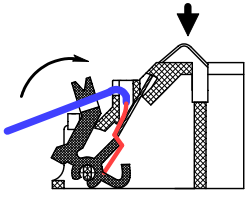

Рисунок 3
– ввести в канал провод и зафиксировать его, поджав кнопку-зажим до упора (рисунок 3);
– проверить надежность соединения для чего необходимо надавить на изгиб контакта, имитируя нажим извещателем (рисунок 3), и потянуть провод на себя;
– завести провод в паз, расположенный на кнопке-зажиме (рисунок 3).